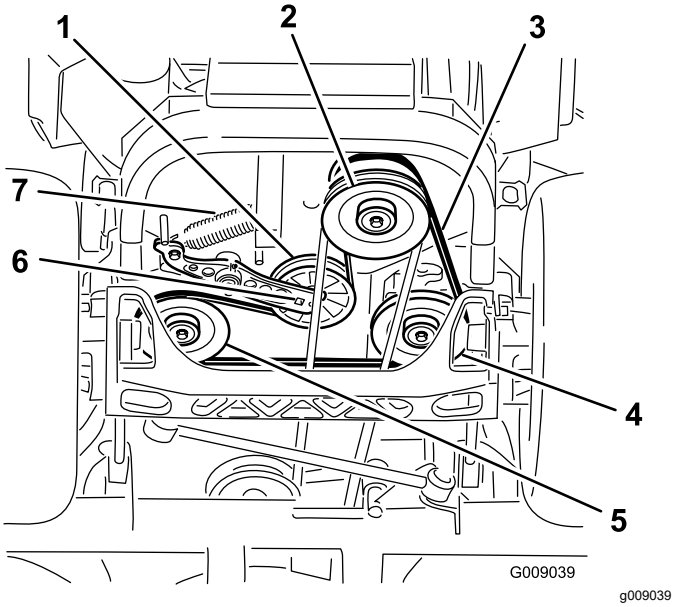

**Figur 93**
4. Løft maskinen, og understøt den med donkrafte (Figur 93).
5. Brug en skralde i det firkantede hul i styrearmen for at fjerne styrefjederen (Figur 93).
6. Tag styrefjederen af stellet (Figur 93).
9. Brug en skralde i det firkantede hul i styrearmen for at montere styrefjederen på stellet (Figur 93).